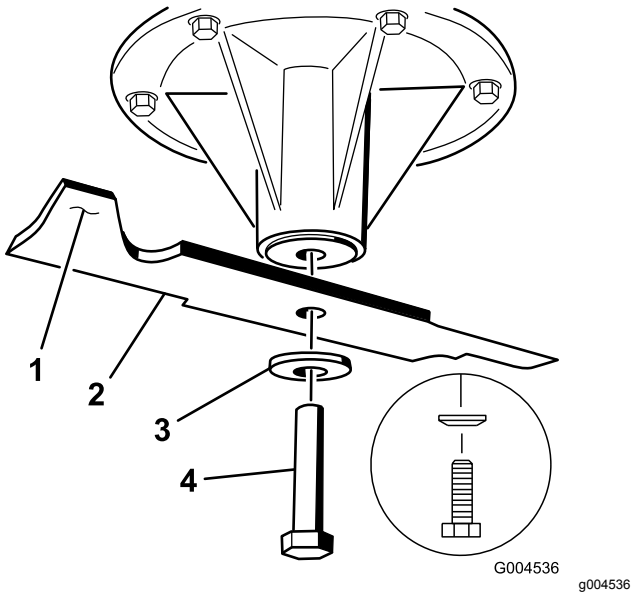

Figura 100
2. Retire del eje el perno de la cuchilla, la arandela curva y la cuchilla (Figura 100).